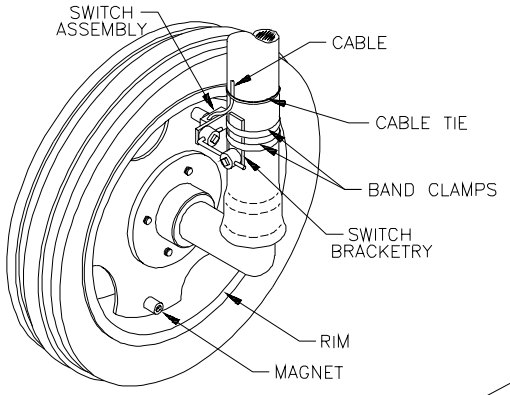

FIGURE 15A
3) Mount the four magnets to inside of rim and tighten. (See Figures 15A, 15B, & 15C). Magnets must be mounted in alternating red-black order.
4) Mount switch assembly to stationary column with the hardware provided. (See Figure 15A). The switch assembly need not pivot with the wheel.
5) Position switch assembly so that as the wheel rotates the magnets pass across the center of the black, molded switch assembly. (See Figures 15A & 15C).